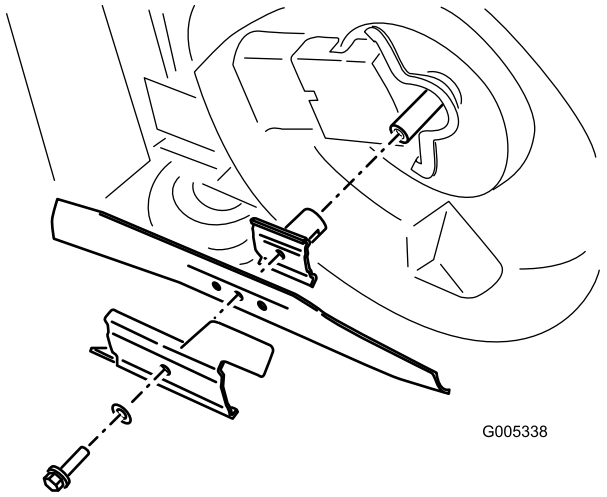

Figura 27
4. Inclinate il tosaerba sul fianco, con il filtro dell'aria in alto (Figura 27).
Afferrate l'estremità della lama con un cencio o un guanto bene imbottito. Togliete il bullone della lama, l'acceleratore e la lama (Figura 27).